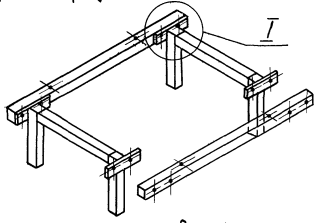

Рис. 1
1. По схеме, указанной на рис. 1, произвести сборку металлического основания. Сборку осуществлять при помощи винтов 1, гаек 2 и шайб 3.